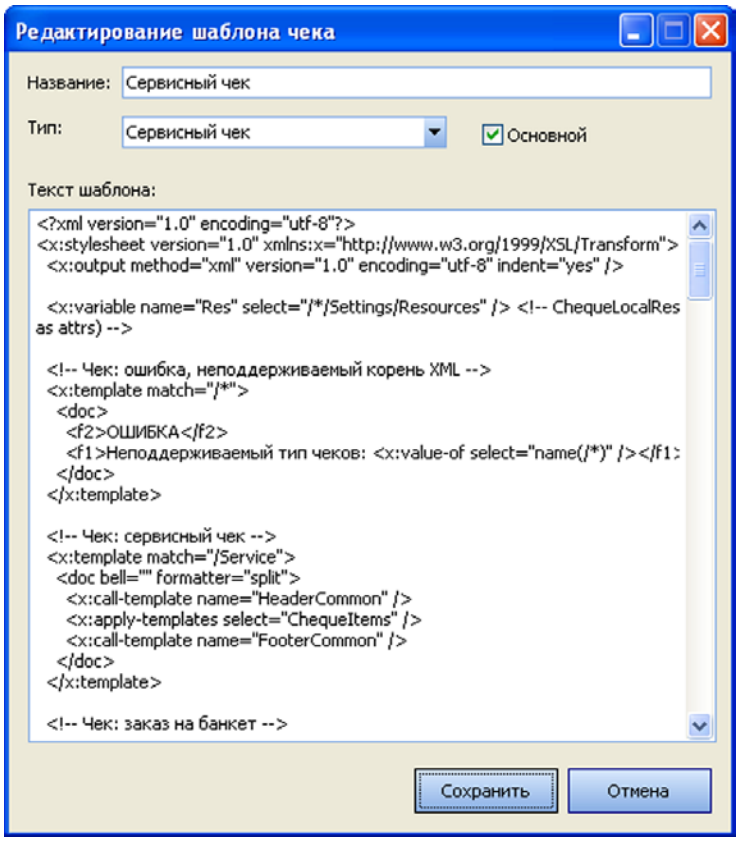

Рисунок 123 Окно Редактирование шаблона чека
2. На странице **Шаблоны чеков** нажмите кнопку **Добавить**. Откроется окно создания шаблона чека (см. Рисунок 123).